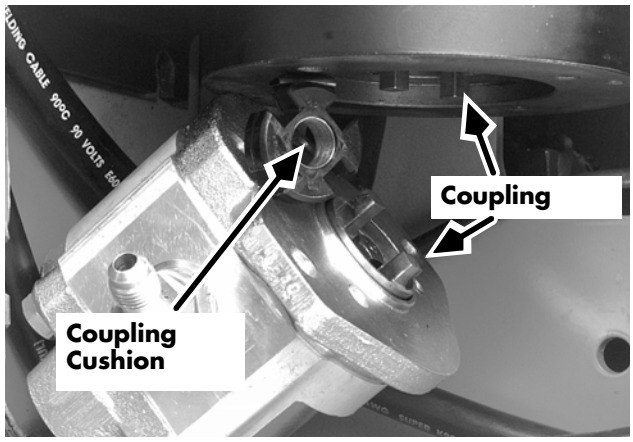

Figure 7-121: Auxiliary Pump and Motor Coupling
3. Attach the pump to the motor, mating the two halves of the coupling with the rubber coupling cushion in between. See Figure 7-121. Apply thread-locking compound (P/N 990-536) to the two pump mounting bolts. Tighten and torque to 20 ft. lbs. (27 Nm).